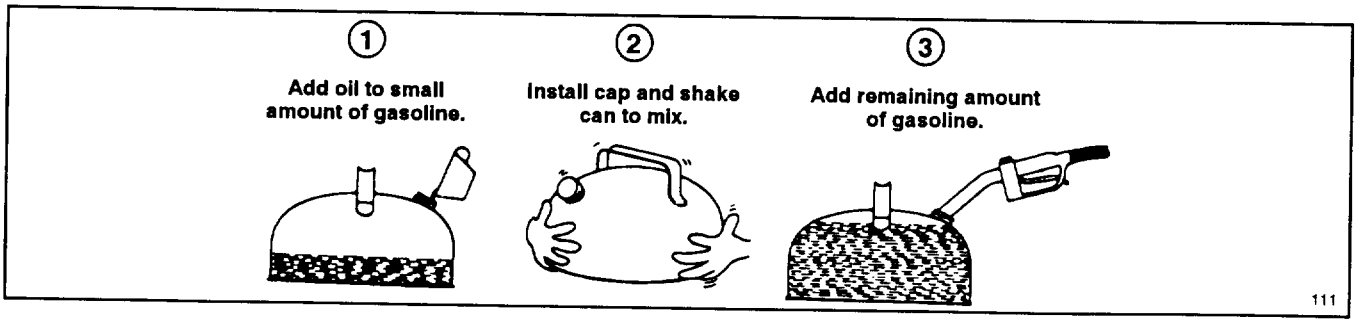

**Figure 7**
2. Mixing Gasoline and Oil (Fig. 7)—Pour correct amount of two–cycle oil into an approved gasoline container and add a half gallon of gasoline. Install cap on gasoline container and shake the container to mix oil and gas thoroughly. Remove cap and add remaining amount of gasoline.